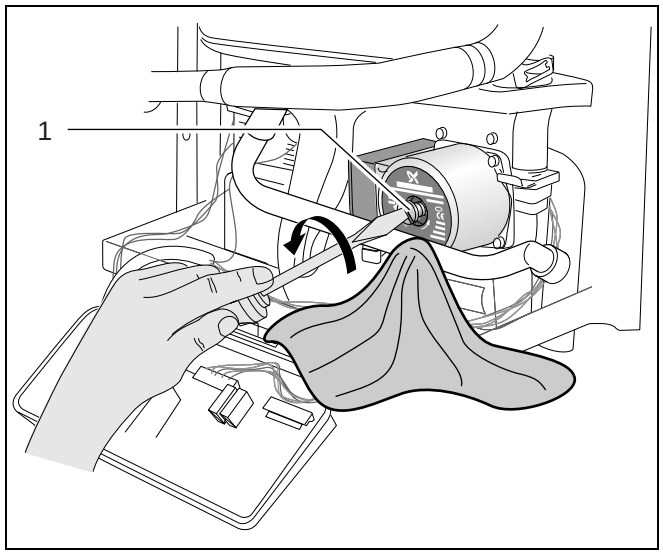

Рис. 24 Отверните винт выпуска воздуха из циркуляционного насоса
- Отверните на 2 оборота винт выпуска воздуха (→ рис. 24, [1]) на передней стороне циркуляционного насоса.